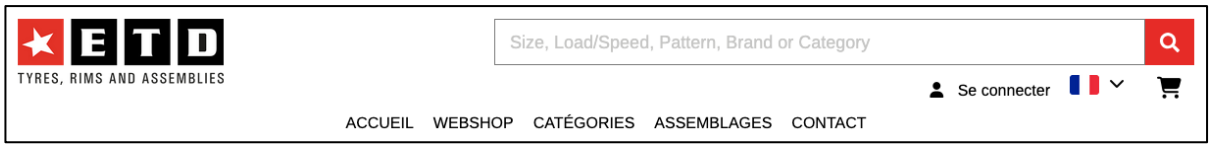

Figure 1
- Vous pouvez vous connecter via le menu, *(Figure 1).*